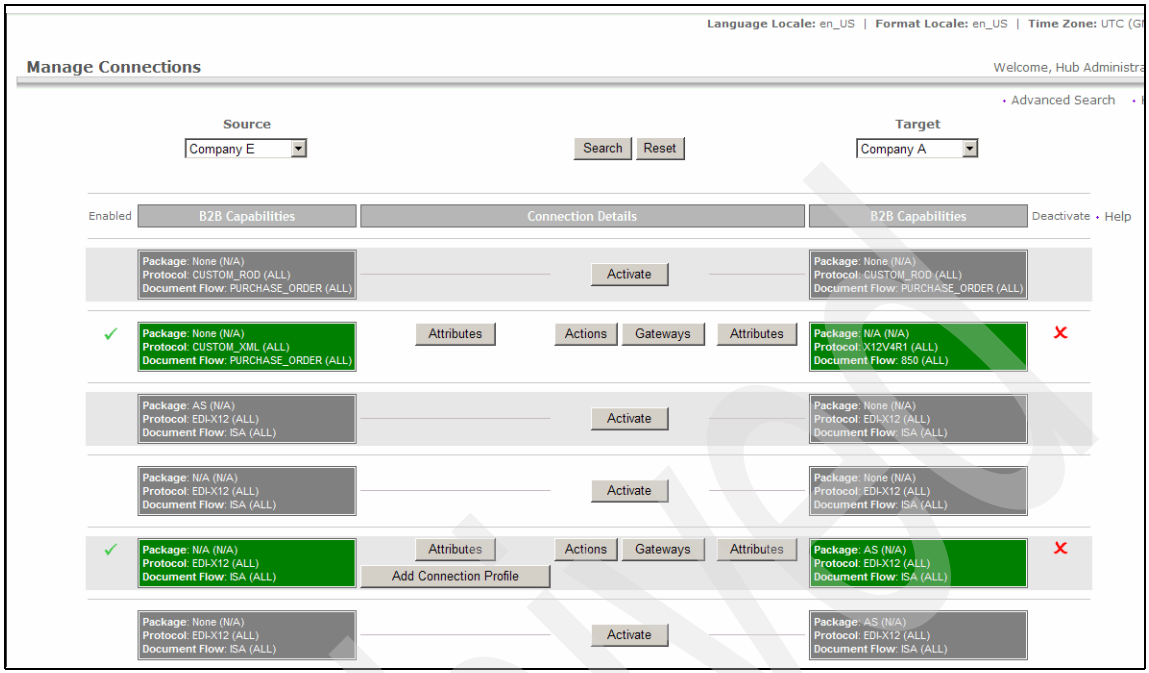

Figure 19-32 Selecting the source side Attributes
4. Select **Attributes** on the source side for the participant connection None/CUSTOM_XML/PURCHASE_ORDER to N/A/X12V4R1/850. See Figure 19-32 on page 661.